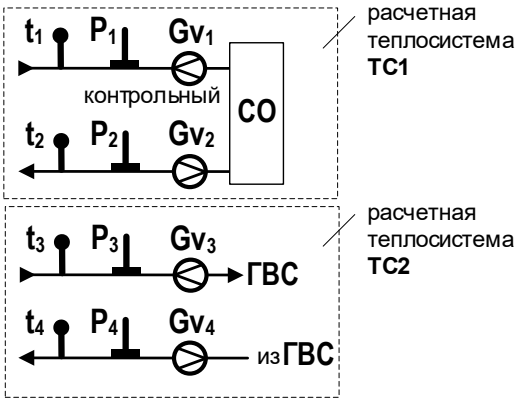

Рис.14. Структурная схема системы теплоучета с обозначением А6.
- найти в Приложении Е ч.II РЭ рисунок со структурной схемой, например, обозначенной **А6**, совпадающей со схемой контролируемой ТС. Структурная схема выбранной системы теплоучета показана на рис.14.